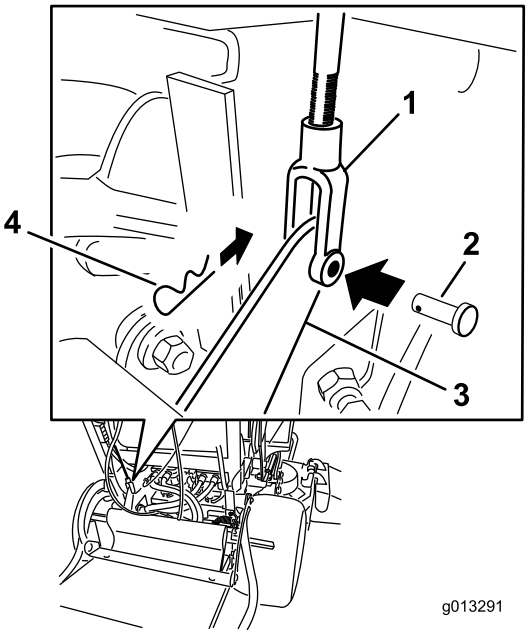

**Figuur 64**
4. Om de rem af te stellen, verwijdert u de borgpen en de gaffelpen uit de onderste remhendel en de gaffel (Figuur 64).
7. Bevestig de gaffel aan de onderste remhendel met de borgpen en de gaffelpen (Figuur 64).